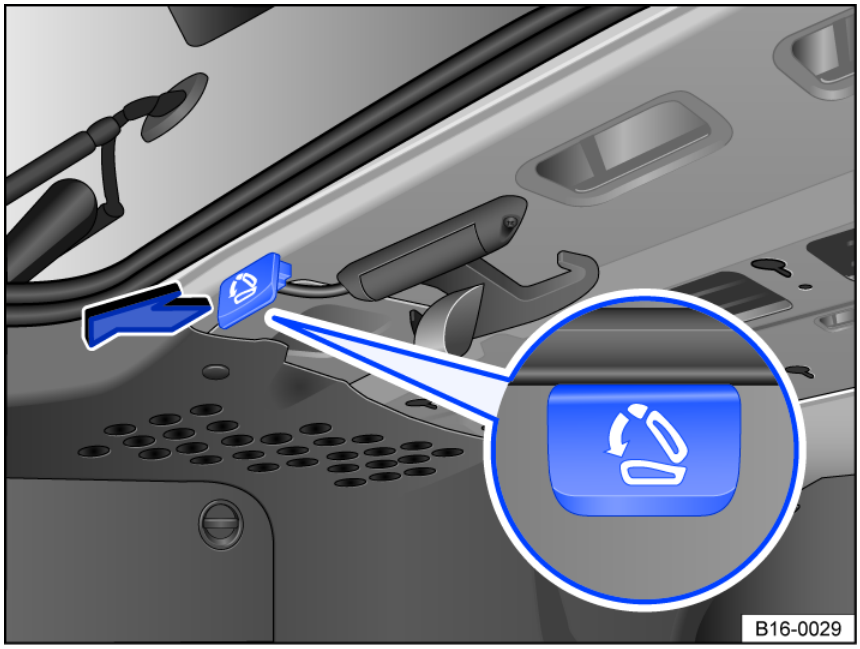

Fig. 65 In the luggage compartment: Remote release lever.
3. Pull the remote release lever *fig. 65* for the backrest section to be folded forwards.